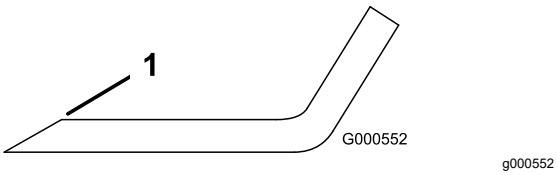

Figure 92
1. Au moyen d'une lime, aiguisez les tranchants aux deux extrémités de la lame (Figure 92).
Remarque: Si la lame est déséquilibrée, limez un peu l'extrémité de l'ailette seulement (Figure 92).